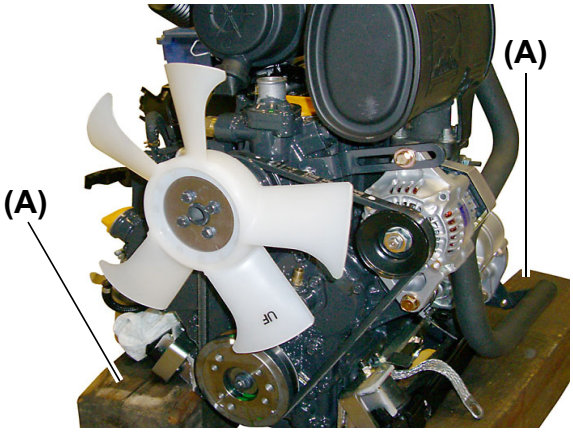

Fig. 25
35. After engine is removed from tractor frame, either set engine on wooden blocks **(Fig. 25, (A))** to support engine off of the floor. Or mount engine to a suitable engine stand.